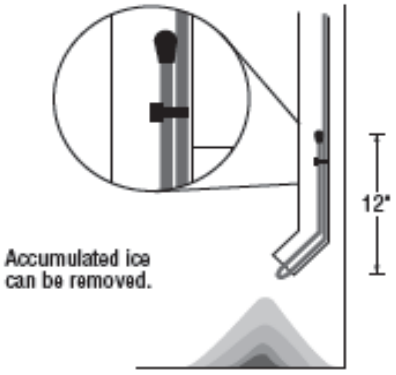

Figure 10 Heating cable in downspout
- Run heating cable along gutters and into downspouts, ending below the freezing level. Permanent attachment of the cable to the gutter bottom is not necessary. Loop the heating cable in downspouts. Do not leave the end of the DSR-RGS in air at the end of the downspout as shown in Figure 10.